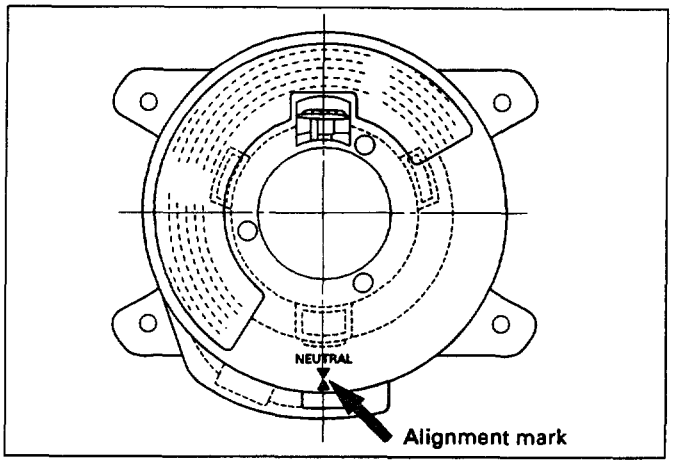

Fig. 3F4-28
- Turn the SRS coil clockwise to full, return about 3 turns and align the neutral mark (Fig.3F4-28).